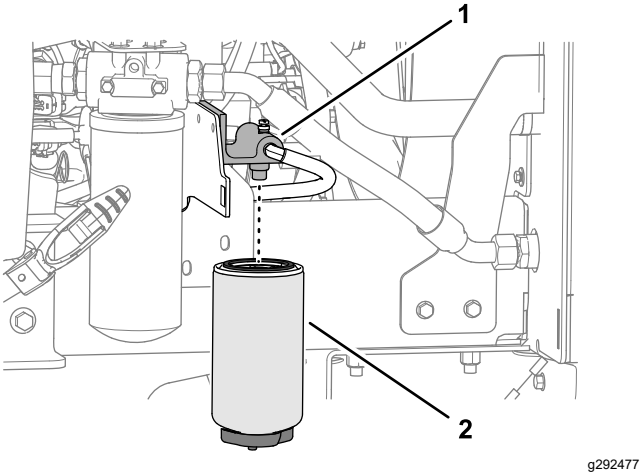

Figur 58
1. Sätt en ren behållare under bränslefilterskålen (Figur 58).
3. Gör rent omkring bränslefiltret och filterhuvudet (Figur 58).
4. Avlägsna filterskålen och rengör filterhuvudet (Figur 58).